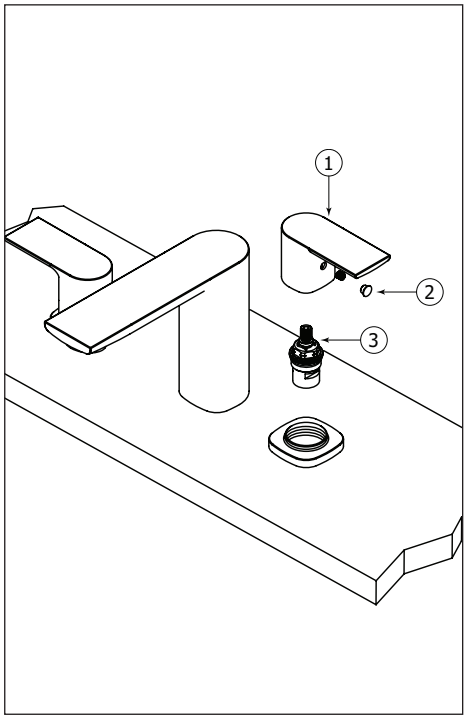

Fig.5
Start by shutting off water supply lines and then turn on the faucet handles to drain the water. To replace the cartridge (3), pull out the handle (1) by unscrewing the screw (2) first. Replace with new cartridge and reassemble by reversing steps. (Fig. 5)
cartouche avec la nouvelle et puis inverser les étapes pour le réassemblage (Fig. 5).